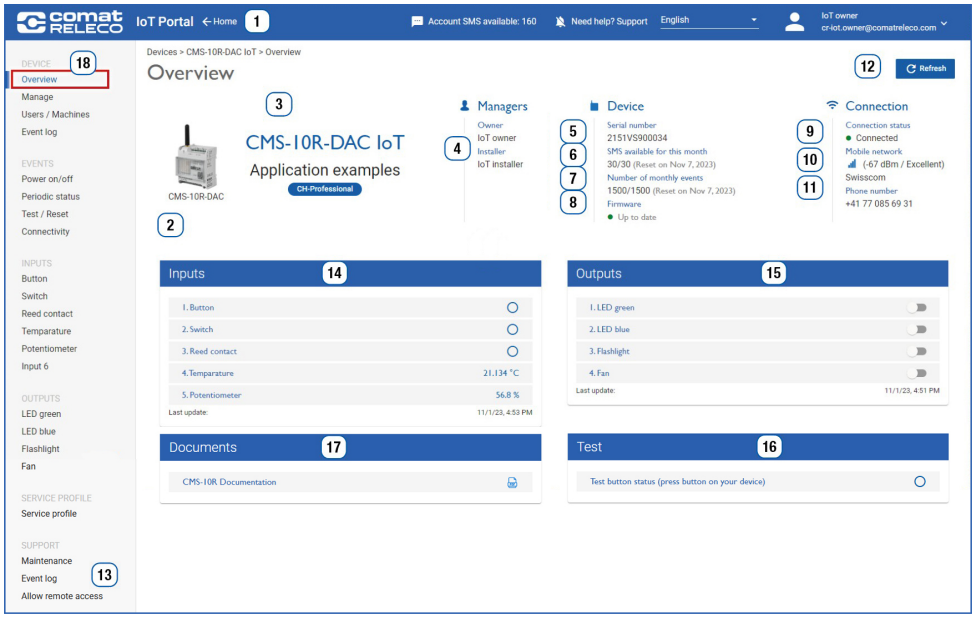

Figura 6.3: Menu Overview.
Aprire il menu **Overview** del dispositivo per verificarne la connessione, gli SMS e le quote eventi disponibili, le versioni firmware e gli stati degli ingressi e delle uscite. Le voci numerate di seguito corrispondono alla Figura 6.3.
1. Inviare **Help** tramite SMS al numero di telefono del dispositivo (Figura 6.3, voce **11**).